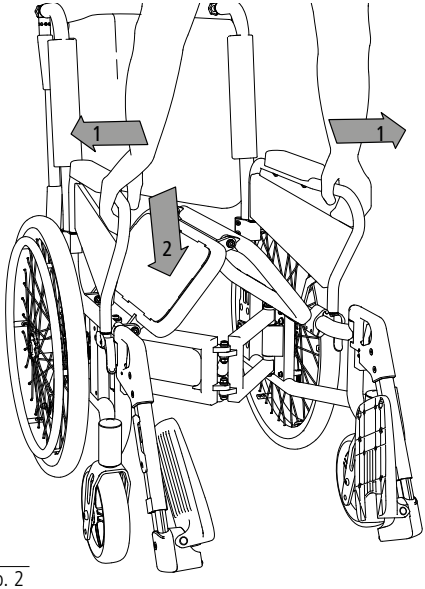

afb. 2
1. Ga voor de rolstoel staan, pak de zijbuizen aan de voorkant vast en druk deze naar buiten (1, afb. 2).
2. Druk vervolgens een van de zitvlakken met vlakke hand aan de voorkant naar beneden (2, afb. 2) totdat de rolstoel helemaal uitgeklapt is.